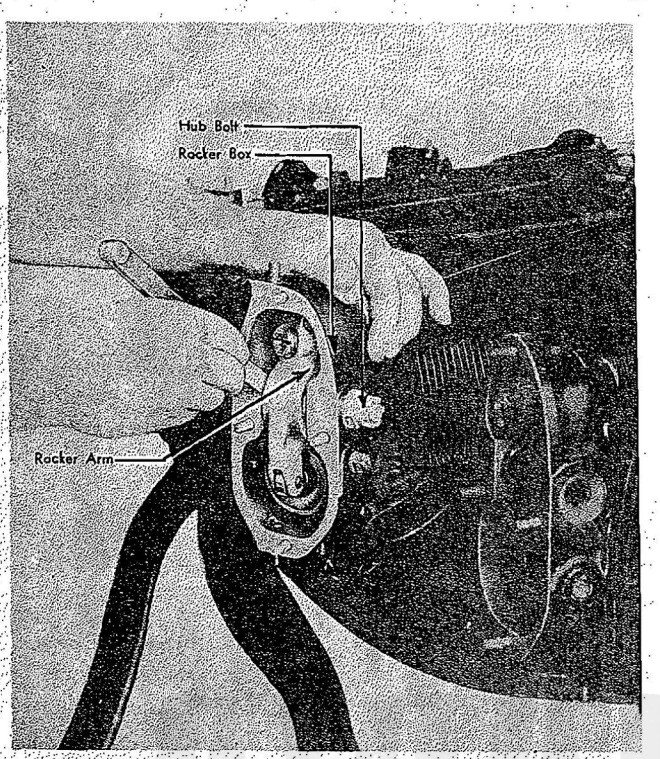

Figure 235—Checking End Clearance Between Rocker Arm Bearing Inner Race and the Rocker Box
(2) Install the hose connection on the exhaust valve tappet guide so that the colored stripes are turned 45° clockwise from the fore and aft center line of the tappet guide as viewed from the propeller end of the engine. The colored end of the exhaust hose connection will also extend away from the crankcase.
d. Before tightening the castellated nut on the rocker bolt, check the end clearance between the bearing inner race and the rocker box. If it is over the limit specified in the Table of Limits, Section XII, remove the bolt and install a shim to take up the excess. It is important that the correct clearance be obtained at this location to prevent damaging the rocker box due to excessive clamping. Refer to Figure 235.